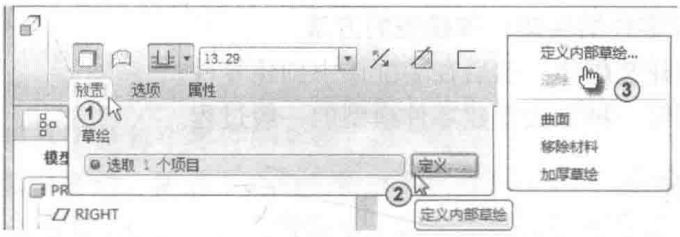

图 1-7 定义内部草绘
草绘平面是特征截面或轨迹的绘制平面，可以是基准平面，也可以是实体的某个平面。单击“拉伸”特征操控面板中的“放置”选项，如图 1-7 中①所示。在弹出的操控面板中单击“定义”按钮，如图 1-7 中②所示。或者在工作区中右击，在系统弹出的快捷菜单中选择“定义内部草绘”，如图 1-7 中③所示。